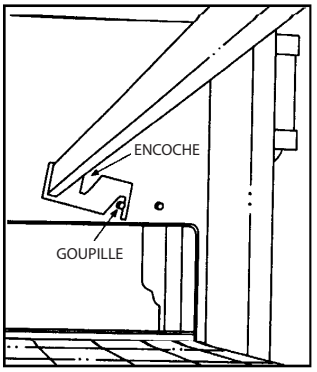

Figure 1
1. Avant d'installer les ferrures de retenue dans le ou les fours, s'assurer d'avoir bien enlevé tout le matériel d'emballage du carénage de plénum. Installer les ferrures de retenue de doigt en les plaçant à l'envers et en accrochant la goupille de retenue comme illustré. (**Voir Figure 1.**)